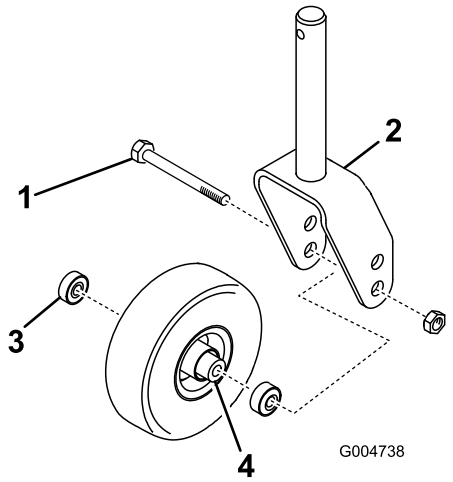
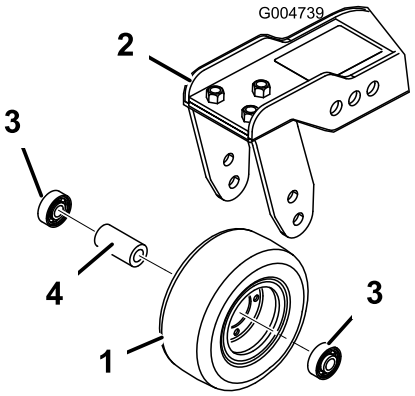

Figuur 77
Figuur 78
1. Verwijder de borgmoer van de bout waarmee de zwenkwielset is bevestigd in de zwenkwielvork (Figuur 77) of in de draaiarm van het zwenkwiel (Figuur 78). Pak het zwenkwiel vast en schuif de bout uit de vork of draaiarm.
2. Verwijder het lager uit de wielnaaf en laat het lager eruit vallen (Figuur 77 en Figuur 78). Verwijder het lager vanaf de andere kant van de wielnaaf.